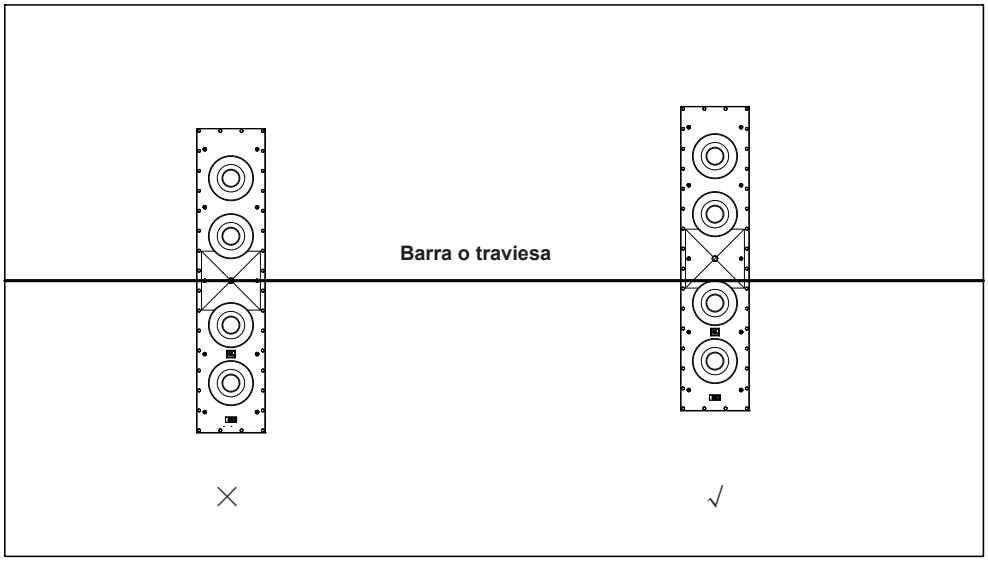

**Figura 4**
**NOTA:** Algunas pantallas de proyección perforadas tienen una barra o traviesa a través del marco de la pantalla (Figura 4). En estos casos, asegúrate de que la barra no bloquee la bocina. Coloque los altavoces orientados verticalmente de modo que la barra pase por delante de ellos por el borde de la bocina más próxima al altavoz de graves central.